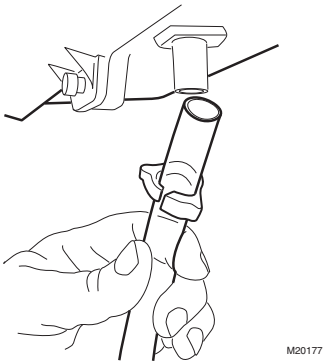

**Fig. 8. Installation du tuyau de vidange.**
2. Utiliser le robinet-vanne à étrier autoperceur (fourni) pour percer le tuyau d'arrivée d'eau à l'endroit choisi. Voir la Fig. 8. Si le tuyau est en acier galvanisé, vider la canalisation et percer un trou de 3/17 po pour le robinet-vanne à étrier.
4. Relier un tuyau de vidange de 13 mm (1/2 po) au raccord de vidange de l'humidificateur et le diriger vers le siphon de sol (voir la Fig. 8).